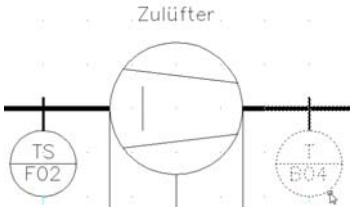

Bild 33.11 – *TRIC Schieben:* Zu verschiebenden Block wählen
- Wählen Sie den Temperaturfühler hinter dem Zuluft-Ventilator (Abb. 33.11).